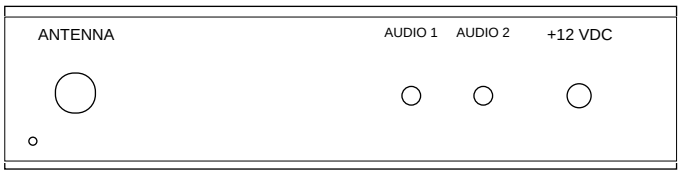

Figure 7. Rear panel
3. ❑ Orient the rear panel on a flat surface with the large hole for the antenna connector to the left (Figure 7). The small screw hole should be below and to the left of the antenna connector hole. Peel the rear decal from its backing and apply to the rear panel.